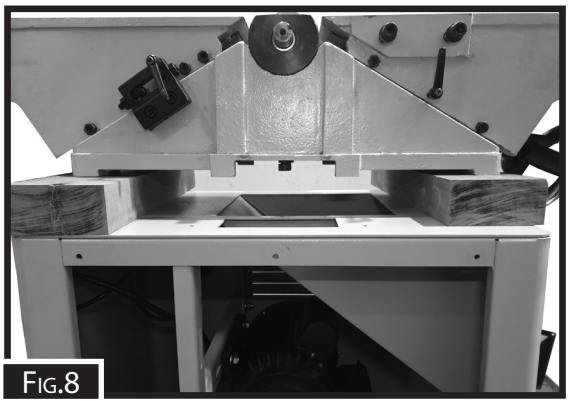

Fig.8
11. Use a mechanical lifting device to lift the machine off the base and place blocks of wood under each side to access the spindle mounting nuts. (Fig.8)